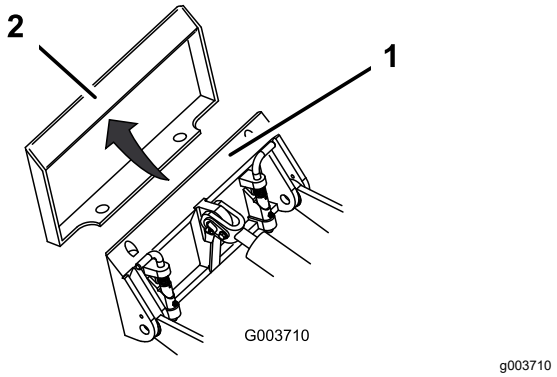

Figura 24
4. Coloque la placa de montaje debajo del reborde superior de la placa receptora del accesorio (Figura 24).